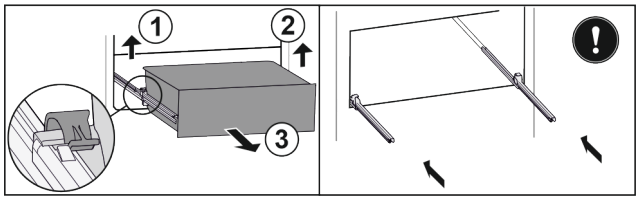

*Fig. 37**
▶ Soulever la bride de serrage gauche et tirer dans le même temps le tiroir sur la gauche vers l'avant *Fig. 37 (1)*.*
▶ Soulever la bride de serrage droite et tirer dans le même temps le tiroir sur la droite vers l'avant *Fig. 37 (2)*.*
▶ Retirer le tiroir par l'avant *Fig. 37 (3)*.*